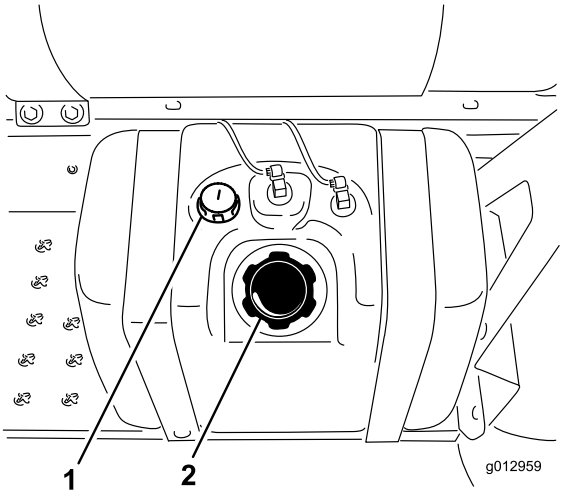

Figur 17
3. Rengör området runt tanklocket (Figur 17).